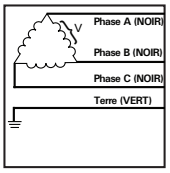

Figure 4
- D = 240 V, 3Ø, 3F (Fig 4)
- F = 480 V, 3Ø, 3F (Fig 4)
- G = 600 V, 3Ø, 3F (Fig 4)
D = 240 V, 3Ø, 3F (Fig 4)
F = 480 V, 3Ø, 3F (Fig 4)
G = 600 V, 3Ø, 3F (Fig 4)①
G = 600 V, 3Ø, 3F (Fig 4)